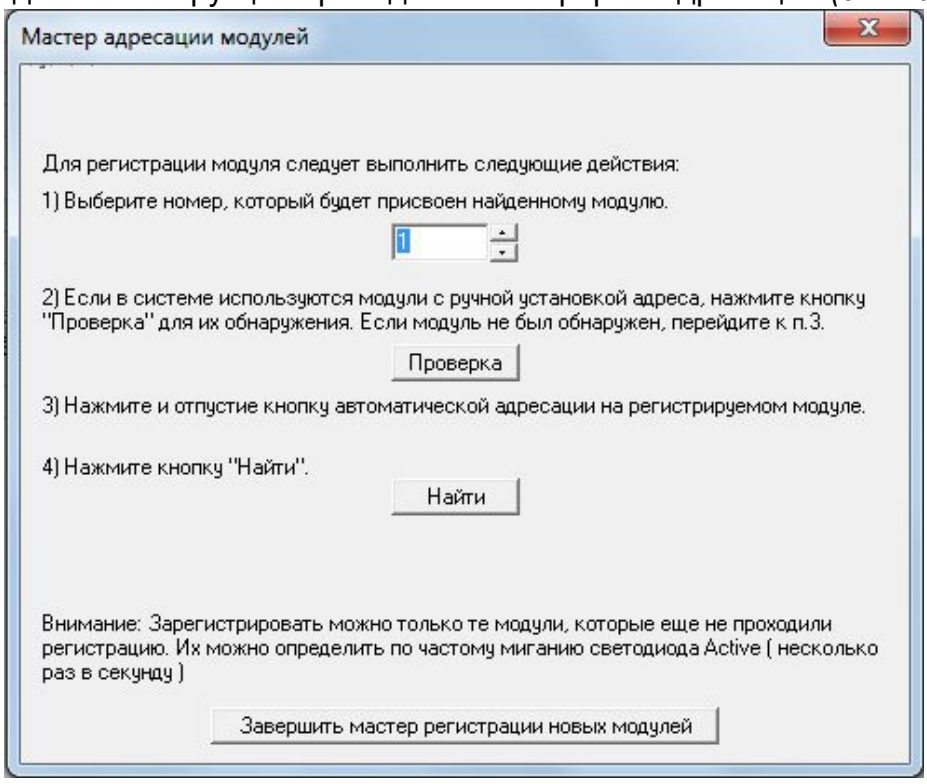

Рис.4
3. Следовать инструкции приведенной на форме адресации.*(см. Рис. 4)*